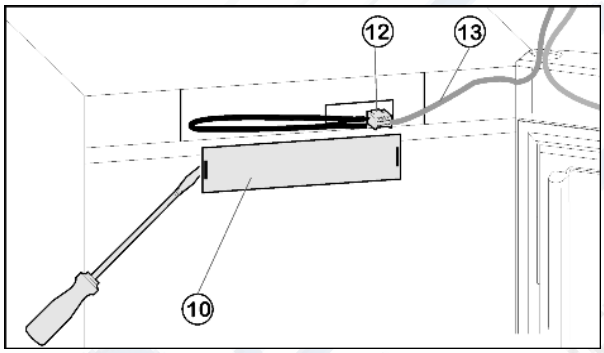

Fig. 4
- ▶ Снимите переднюю накладку *Fig. 4 (10)* с помощью плоской отвертки.
- ▶ Снимите контакт и извлеките разъём *Fig. 4 (12)*.
- ▶ Высвободите из направляющей серый кабель *Fig. 4 (13)*.
▶ Снова установите разъём *Fig. 4 (12)*.
▶ Снова установите крышку *Fig. 4 (10)*.